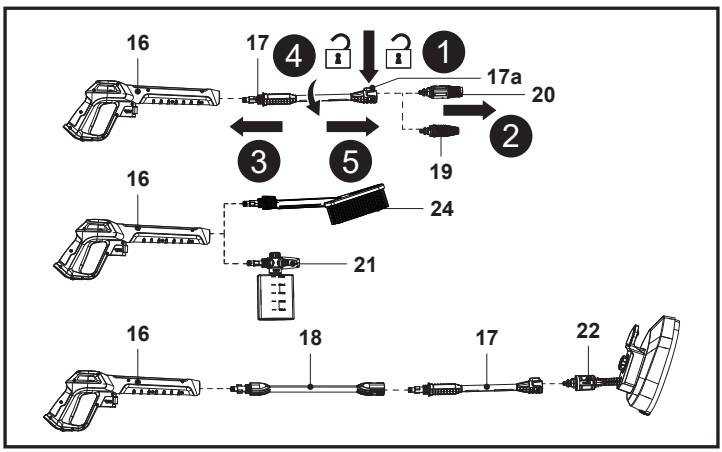

Fig. 6
6. Para desconectar la boquilla, pulse el botón de bloqueo (17a) mientras la sujeta en su sitio; a continuación, tire de la boquilla hacia fuera (Fig. 6, pasos 1 y 2). Vuelva a instalar la boquilla que necesite.
7. Para desconectar la lanza de prolongación (17), presiónela y gírela hacia la izquierda para retirarla (Fig. 6, pasos 3, 4 y 5).
8. Para desconectar la boquilla de la botella de detergente (21), el cepillo de lavado (24) o la barra de extensión (18) de la pistola pulverizadora (16), presiónelos y gírelos hacia la izquierda para retirarlos. Vuelva a instalar el accesorio de pistola pulverizadora que necesite.